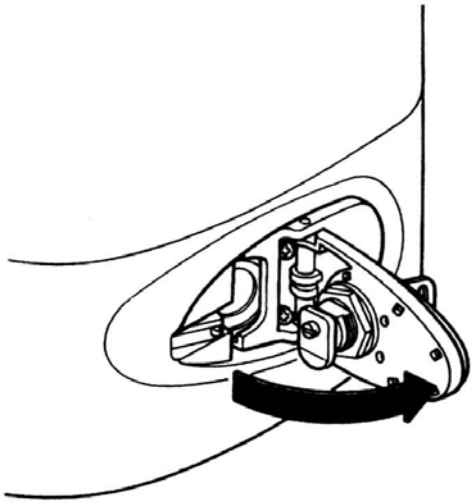

Рис.3
3) Потянув за ключ, откройте крышечку до положения, в котором она будет перпендикулярна двигателю ROBO (рис. 3).